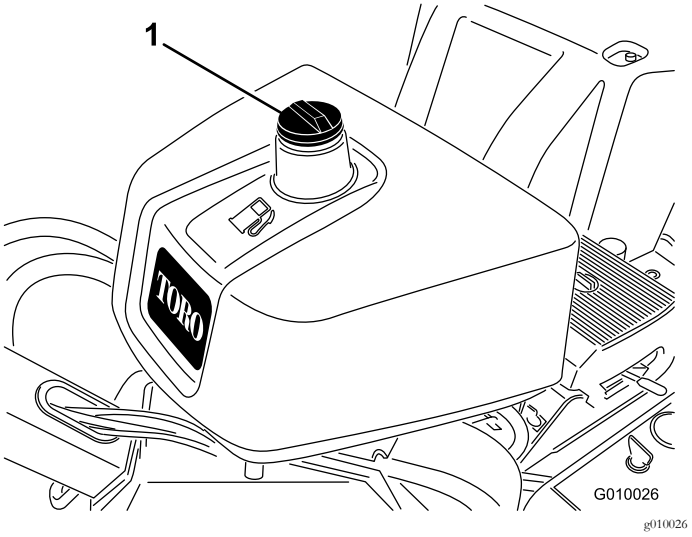

Figur 15
2. Rengjør rundt og ta av lokket på drivstofftanken (Figur 15).